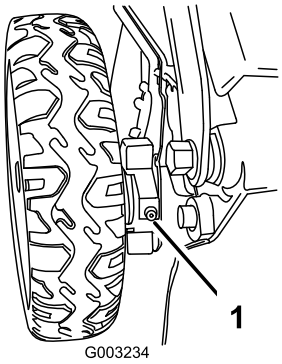

Figur 40
1. Aftør smøreniplerne lige inden for baghjulene med en ren klud (Figur 40).